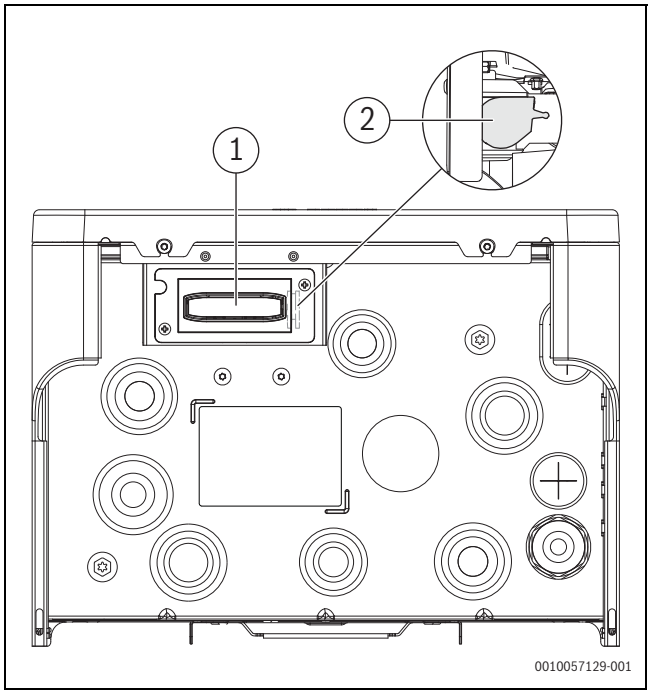

Afb. 14 Connect-Key plaatsen
1. Open de hendel (→[2], Afbeelding 14).
2. Plaats de module in de houder (→[1], Afbeelding 14).